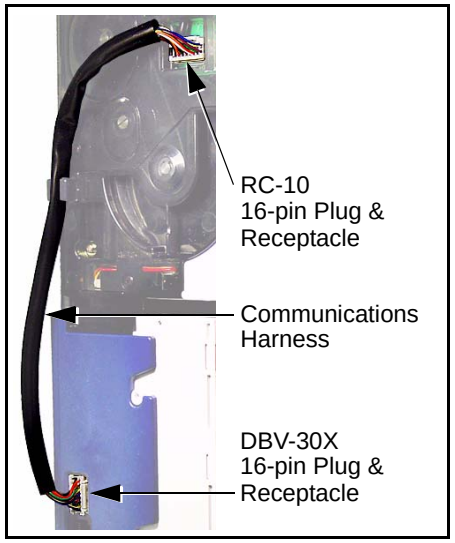

Figure 7 Connect RC to BV Harness
12. Interconnect the Bill Validator’s Communications Harness to the Optipay™ RC (See Figure 7).
13. Install the combined DBV-301 onto the four (4) mounting studs behind the Gasket and secure it in place using four (4) #8-32 Kep-Lock Nuts supplied in the kit.